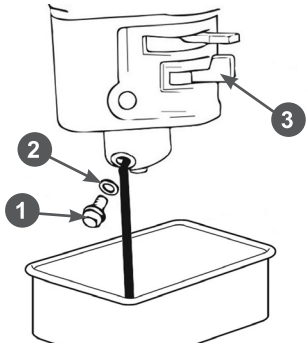

**Рис.28 Обслуживание фильтра-отстойника**
1. Установите рычаг топливного крана 3 (Рис. 28) в положение «ЗАКРЫТО».
3. Открутите болт 1 сливного отверстия и слейте топливо из поплавковой камеры карбюратора (Рис. 28).